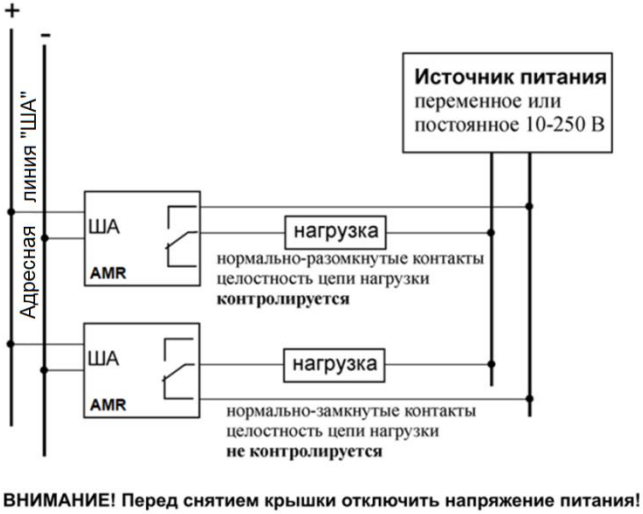

Рис. 1. Схема подключения модуля для управления исполнительным устройством
1.4 При применении модуля в качестве устройства формирования сигнала («Неисправность», «Пожар» и «Пуск») и несоблюдении схемы подключения, приведенной на рис. 1, контроль целостности выходной безадресной линии связи должен осуществляться принимающим устройством.